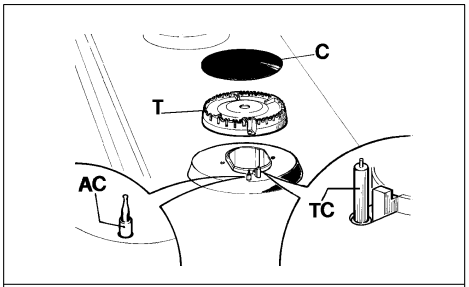

ABB. 6
Will man den Glanz der Oberfläche des Kochfelds erhalten, ist es sehr wichtig, sie nach jedem Gebrauch mit lauwarmen Seifenwasser zu putzen, abzuspülen und zu trocknen. Auf gleiche Art sind die emaillierten Gitterroste, die emaillierten Abdeckungen “C” und die Brennköpfe “T” zu reinigen (siehe Abb. 6).
- ***Überzeugen Sie sich, dass die Öffnungen der Brennköpfe “T” (Abb. 6) nicht mit Fremdkörpern verstopft sind.***
- ***Überzeugen Sie sich, dass die runde emaillierte Brennkopfabdeckung “C” (Abb. 6) korrekt auf dem Brennkopf aufsitzt. Die Position ist korrekt, wenn die Brennkopfabdeckung fest und stabil auf dem Brennkopf aufsitzt.***